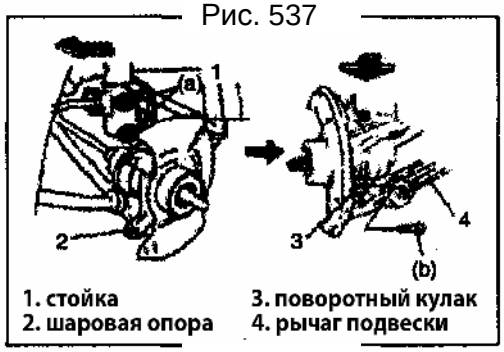

Рис. 538
1) Установите поворотный кулак на палец шаровой опоры рычага подвески и кронштейн стойки. Направление установки болта показано на рисунке (Рис.538).